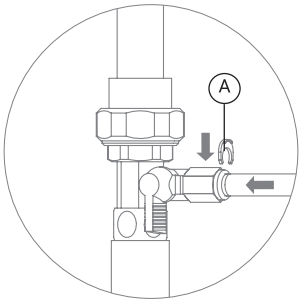

Рис. 9
2. Присоедините зеленую трубку из комплекта поставки к фитингу адаптер-вентиля (см. раздел «Присоединение трубок»), (рис. 9).